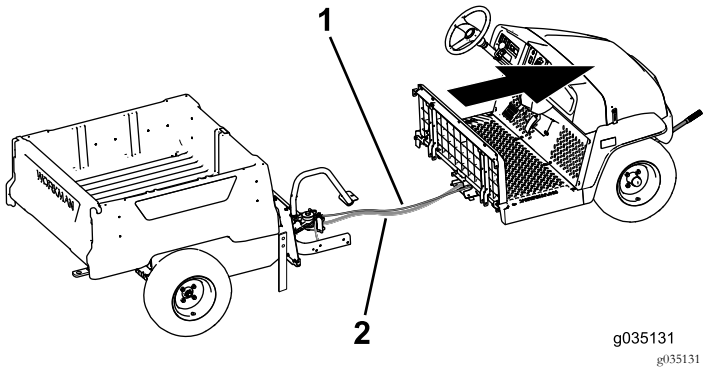

Bild 68
9. Bewegen Sie den vorderen Abschnitt mit der Hilfe einer zweiten Person vom hinteren Teil weg (Bild 68).